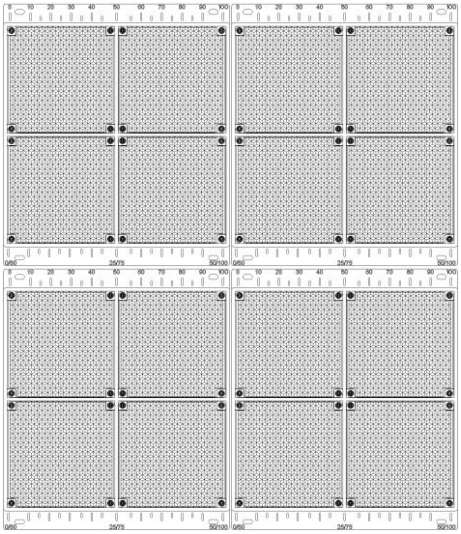

Рисунок 6
3.5.2 Если имеется возможность, разместите приёмо-передатчик и рефлектор-отражатель друг напротив друга на расстоянии не менее 8 м. При этом необходимо перекрыть 3/4 поверхности рефлектора или использовать один из четырёх отражающих элементов рефлектора, демонтировав его в соответствии п. 3.6.2 и рис. 6.